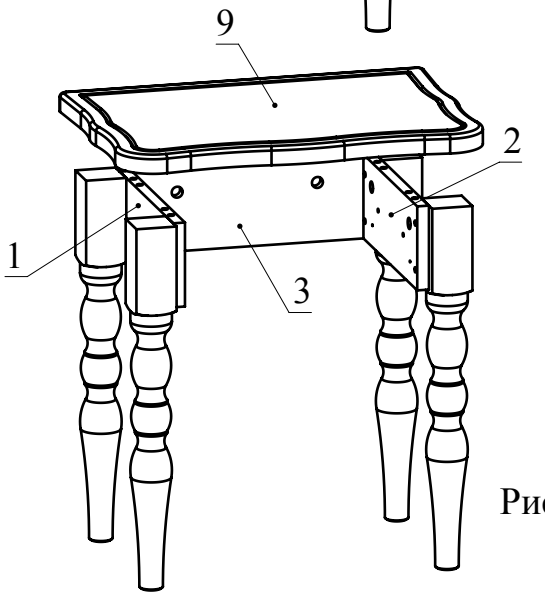

Рис.6
5. Установить деталь 9 на детали 1, 2, 3 и зафиксировать, повернув конфирматным ключом головки минификсов по часовой стрелке до упора (Рис. 6).